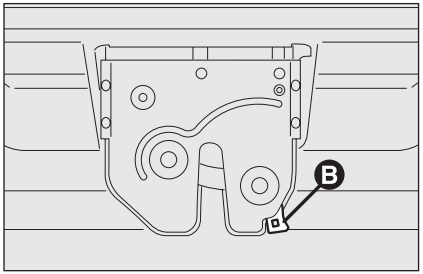

fig. 96 F0P0293m
- ❒ fit a screwdriver into the hole on the lock and unlock the opening mechanism **B-fig. 96**.